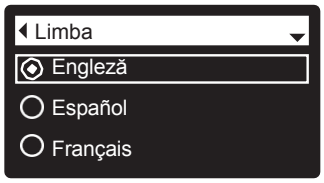

FIG. 59
5. Apăsaţi SELECT (⬭), pentru a afişa meniul preferințelor utilizatorului (fig. 59).
6. Dacă lângă formatul de ora dorită este un punct (fig. 59), treceţi la Pasul 7. În caz contrar, apăsați taste ÎN JOS (▼) sau ÎN SUS (▲), pentru a defila la alt format și apoi apăsaţij SELECT (⬭), pentru al selecta formatul. Puteți alege: engleză, spaniolă, franceză, italiană, germană, olandeză, poloneză, rusă, maghiară, turcă, lituaniană, greacă, română, cehă, slovacă, bulgară, sârbă sau croată.